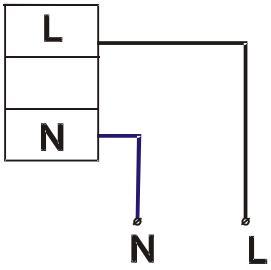

Рис.1
3.2 Сетевой кабель пропускается через сальник и присоединяется к клеммной колодке, L-фаза, N- нейтраль, см.рис.1.